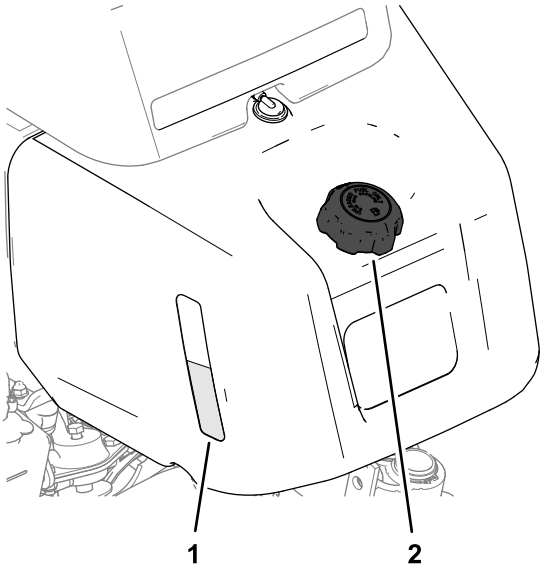
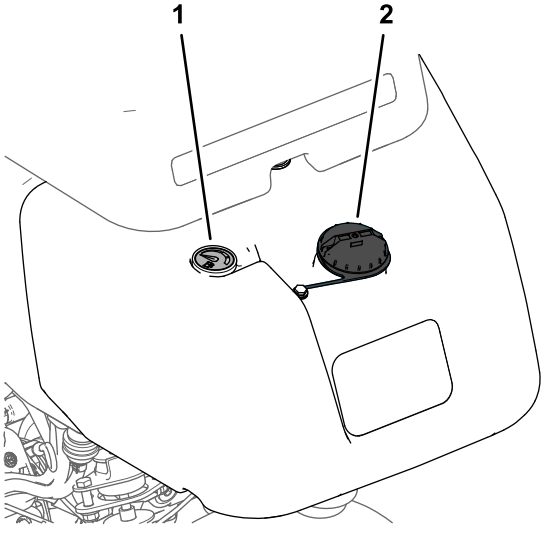

Figur 23
Figur 24
1. Gör rent runt tanklocket och ta bort det (Figur 23 eller Figur 24).